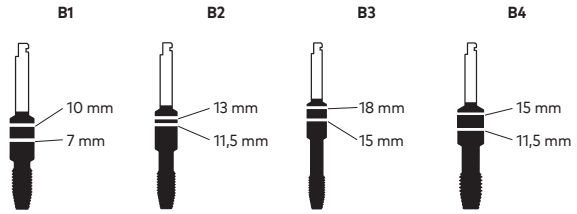

Figures B1 - B4 - Repères de profondeur des tarauds guidés Guided Screw Taps
- (25 tr/min), en appuyant fermement. Lorsque le filetage s'engage, laisser le taraud guidé Guided Screw Tap avancer de lui-même jusqu'à la profondeur voulue. La Figure B1 indique les repères de profondeur correspondant au taraudage maximal de 7 mm et 10 mm pour les implants de Ø 3,75, Ø 4,3, Ø 5,0 et Ø 5,5. La Figure B2 indique les repères de profondeur correspondant au taraudage maximal de